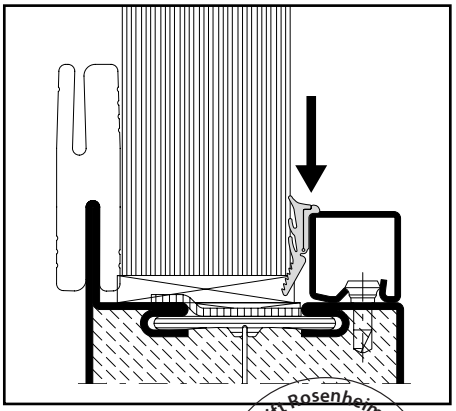

Abb. 26 / Fig. 26 / Fig. 26
- Keildichtungen glasleistenseitig mit leichtem Übermass in 45°-Gehrung zuschneiden und eindrücken (Abb. 26)
- Découper les joints à bourrer coté parcloses d'onglet à 45° avec une légère surlongueur et les enfoncer (fig. 26)
- Cut with small oversize the wedge weatherstrips in a miter joint on the glazing bead side and press in (fig. 26)